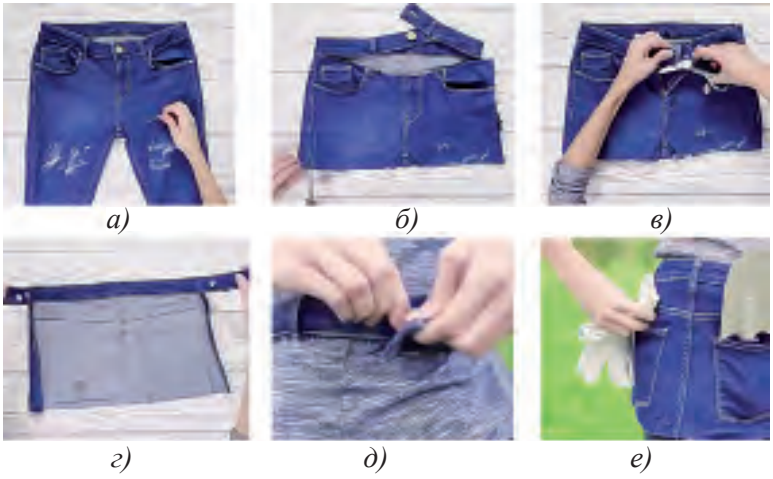

Рис.81. Рабой фартук для хранения рабочих принадлежностей.
Теперь изготовим рабочий фартук для хранения инструментов из вышедших из употребления брюк (рис.81).
1. Сначала от шаговых до боковых швов по горизонтали отрезаются штанины (рис.81, а).
2. Затем с передней части брюк срезается пояс (рис.81, б).
3. Срезаются передние половинки брюк (рис.81, в) и фартук для хранения рабочих принадлежностей готов (рис.81, г, д, е)